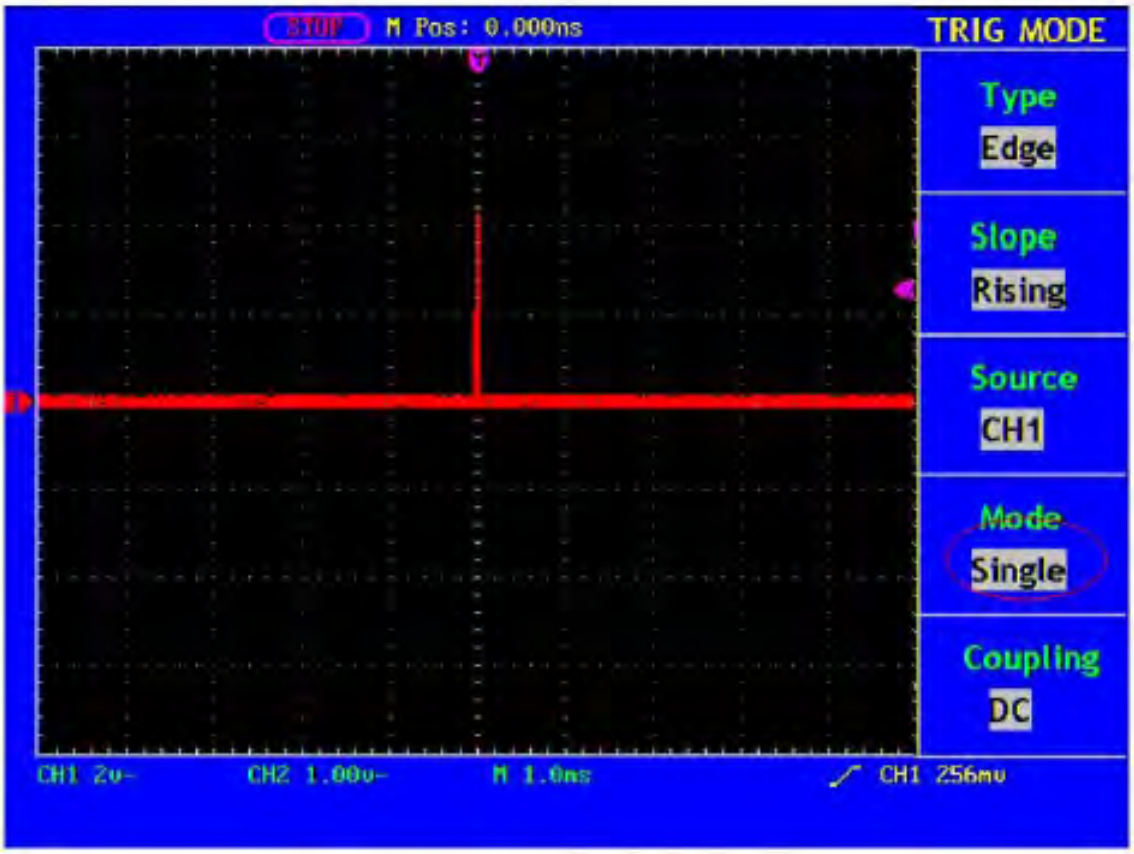

Abb. 56 Einzelsignal aufzeichnen
10. Wenn die Triggerstatusanzeige am oberen Bildschirmrand nicht **Ready** ist, drücken Sie die Taste **RUN/STOP**, starten Sie **Acquire** und warten Sie auf das Erscheinen des zu den Triggerbedingungen konformen Signals. Wenn ein Signal den eingestellten Triggerpegel erreicht, wird eine Abtastung gemacht und dann auf dem Bildschirm ausgegeben. Mit dieser Funktion kann jedes zufällige Auftreten leicht aufgenommen werden. Um z.B. einen Impuls mit hoher Amplitude aufzunehmen, stellen Sie den Triggerpegel auf einen Wert etwas oberhalb des normalen Signalpegels ein, drücken dann die Taste **RUN/STOP** und warten ab. Tritt ein Impuls auf, wird das Gerät automatisch triggern und die Wellenform aufzeichnen, die im Zeitraum um die Triggerzeit erzeugt wurde. Drehen Sie den Einstellknopf **HORIZONTAL POSITION** im Horizontal-Bedienfeld, um die Horizontalposition der Triggerposition so zu verändern, dass eine negative Verzögerung entsteht, mit der Sie die Wellenform vor dem Impuls einfach beobachten können (siehe Abb. 56).